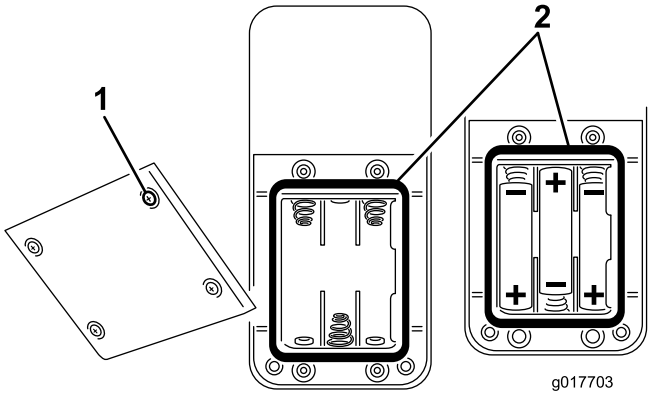

Figur 40
2. Hvis batterierne monteres i et tomt batterirum, skal der monteres tre nye AAA-batterier. Sørg for, at batterierne er placeret som vist i Figur 40.
3. Hvis der udskiftes brugte batterier, skal de gamle batterier fjernes, og tre nye AAA-batterier skal monteres. Sørg for, at batterierne er placeret som vist i Figur 40.